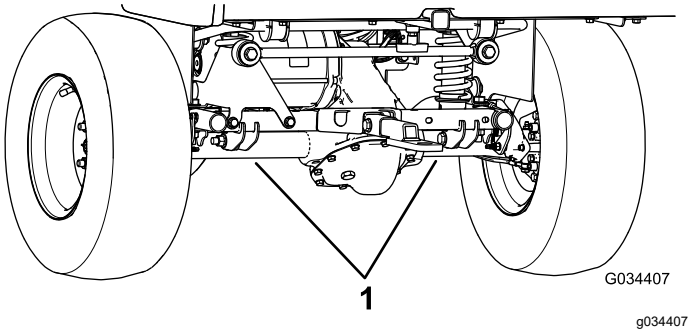

**Figur 24**
- Løftepunktet bagest på maskinen findes under akselrørene (Figur 24).